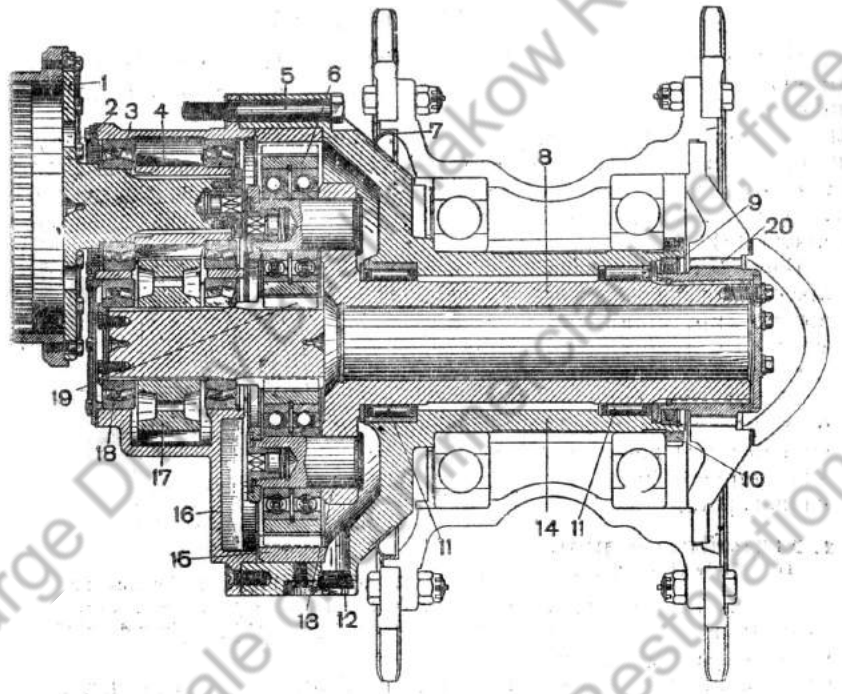

Рис. 187. Бортовая передача (разрез):
Бортовая передача (рис. 187) монтируется в картере и кронштейне, прикрепленных болтами к бортовому листу корпуса. Весь механизм бортовой передачи делится на две части — ведущие и ведомые.
Ведущая часть бортовой передачи состоит из несущего диска *1* (рис. 187) и ведущей шестерни *4*.
Ведомая часть бортовой передачи состоит из следующих основных деталей: ведомой шестерни *17* (рис. 187), солнечной шестерни *19*, четырёх сателлитов *6*, неподвижной шестерни *15*, водила *8* и шестерни *20*.
От остановочного барабана планетарного механизма поворота вращение передаётся несущему диску и ведущей шестерне *1* (рис. 187).
1. Через пробку *12* (рис. 187) спустить масло из корпуса бортовой передачи. Отвернуть винты, соединяющие картер с кронштейном, и разъединить эти детали.